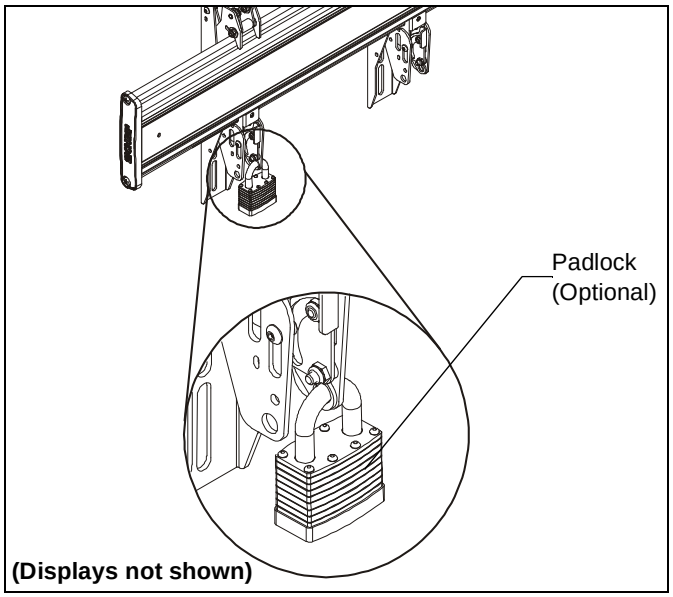

Figure 25
1. **OPTIONAL**: Add padlock (not included) to each interface bracket to lock display to menu board. (See Figure 25)